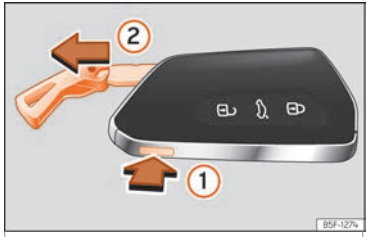

Abb. 82 Fahrzeugschlüssel: Schlüsselbart abziehen.
- Wenn Sie die Taste ››› Abb. 82 ① einmal drücken, wird der Schlüsselbart entriegelt und eine Öse als Schlüsselband angezeigt.
- Halten Sie die Taste ① gedrückt und ziehen Sie gleichzeitig die Öse in Pfeilrichtung ››› Abb. 82 ②, um den Schlüsselbart vollständig auszuklappen.